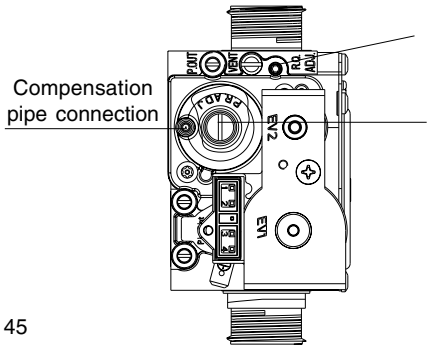

Fig. 45
- Using a suitable screwdriver, very slowly turn the maximum adjustment screw (see fig. 45) – clockwise to decrease, counter clockwise to increase – until the correct value is displayed on the CO_2 analyser (allow time for the analyser to stabilise).
- Using a 2,5mm Allen key, very slowly turn the minimum adjustment screw (see fig. 45) – clockwise to increase, counter clockwise to decrease - until the correct value is displayed on the CO_2 analyser (allow time for the analyser to stabilise).